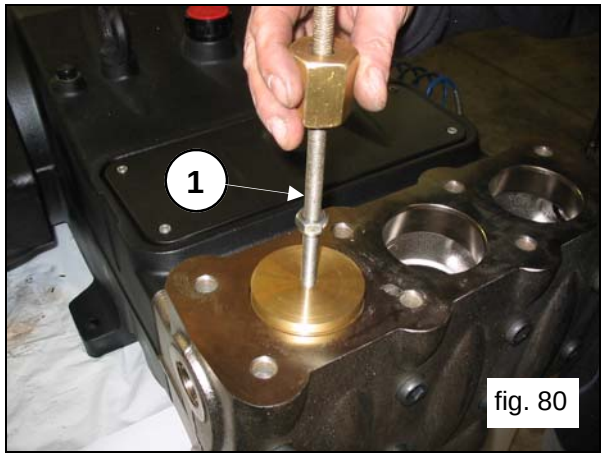

fig. 80
Extract the valve plug using a slide hammer applied to the M10 hole of the valve plug (pos.①, fig.80).